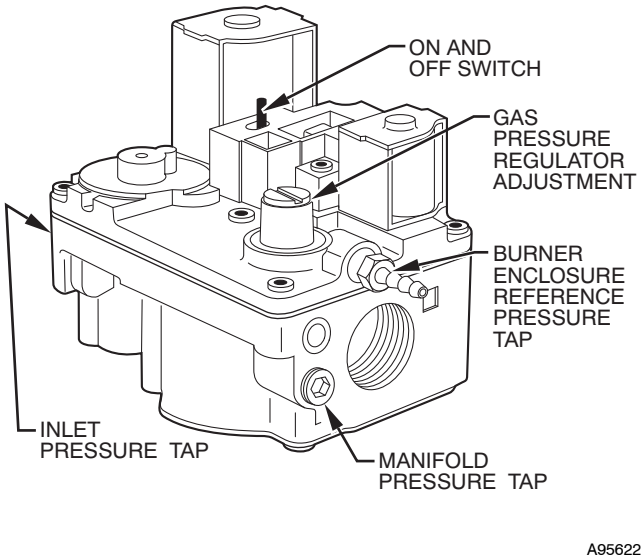

Fig. 55 - Redundant Automatic Gas Control Valve
b. Remove seal cap that conceals adjustment screw for gas valve regulator. (See Fig. 55.)